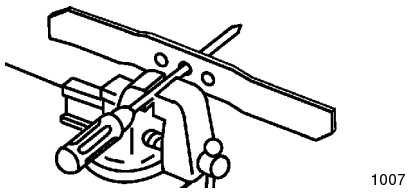

Bild 29
1. Kontrollieren Sie die Wucht des Messers, indem Sie das mittlere Loch im Messer über einen Nagel oder einen Schraubenzieherschaft hängen, den Sie horizontal in einen Schraubstock einklemmen (Bild 29).